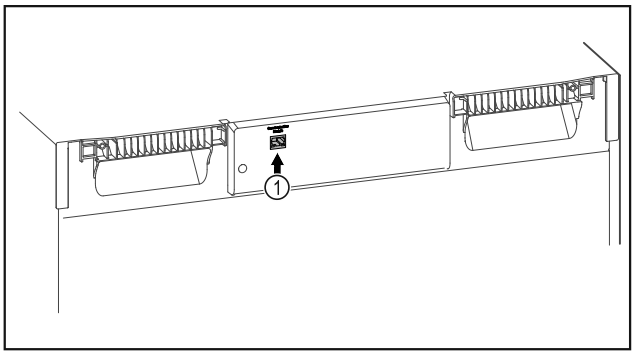

Fig. 118
❑ SmartModule *Fig. 118 (1)* este instalat.